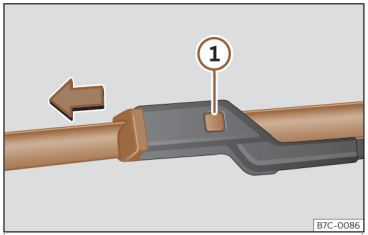

Abb. 41 Scheibenwischerblätter vorne auswechseln.
- Entriegelungstaste››› **Abb. 41** ① gedrückt halten und gleichzeitig das Scheibenwischerblatt in Pfeilrichtung abziehen.